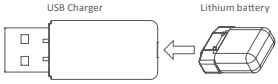

Figure 2
b. Plug lithium battery directly into USB charger, charger can be connected to adaptor, computer etc., DC 5.0V power supply, refer to figure 2.